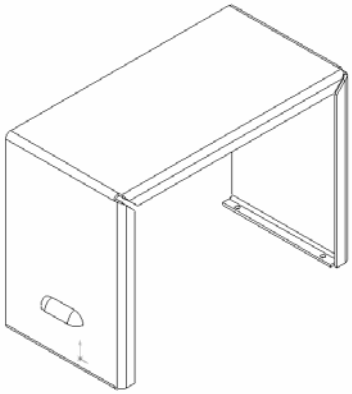

Рисунок 7.1 - Примененный инструмент формы – *louver (вентиляционное отверстие)*
12. Нажмите кнопку *Изометрия* для просмотра более качественного изображения детали, созданной на данный момент (рис. 7.1).